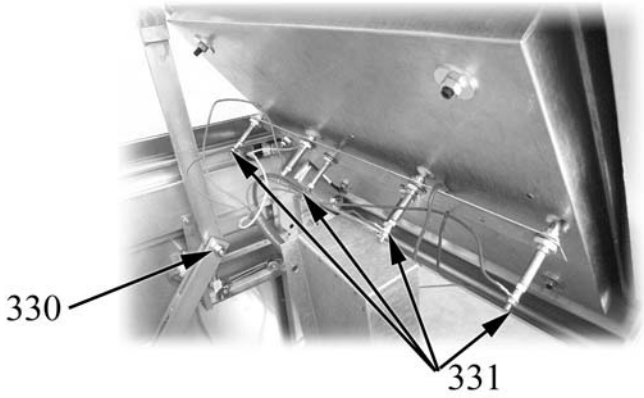

Fig. 34
- disconnect electrical connections from the heating elements (item 331 in Fig. 34);
- unscrew the nut (item 330 in Fig. 34) and remove the bolt;